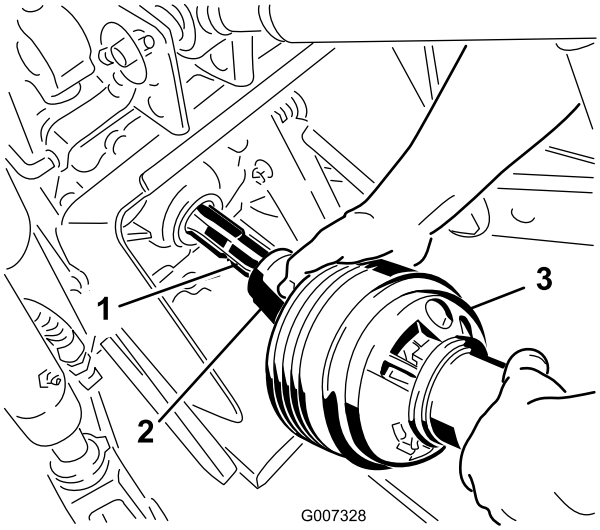

**Figur 21**
3. Anslut kraftuttagsaxeln till traktorns kraftuttagsaxel (Figur 21).